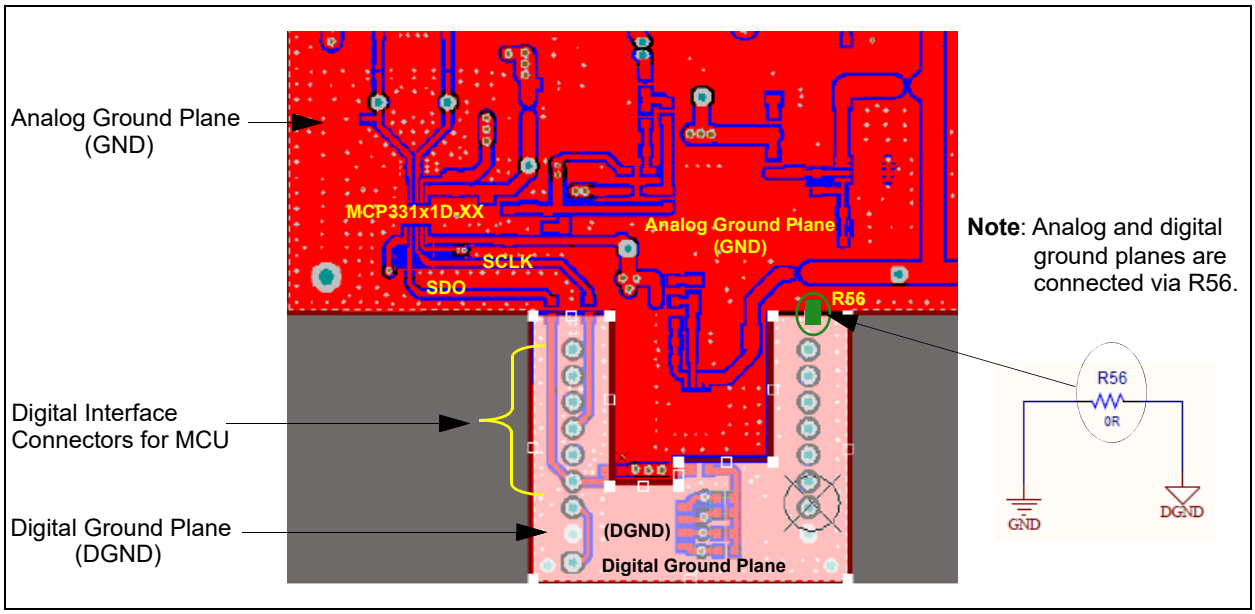

FIGURE 7-2: PCB Layout Example: Analog and Digital Ground Planes.
- Connect the analog and digital ground planes at a single point (away from the sensitive analog sections) with a 0Ω resistor or with a ferrite bead. See Figure 7-2 as an example of separated ground planes.
Figure 7-2 and Figure 7-3 show brief examples of the PCB layout. See more details of the schematics and PCB layout in the MCP331x1D-XX Evaluation Board User's Guide.